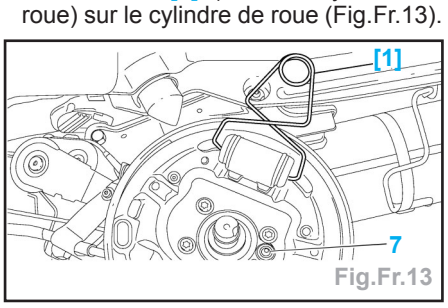

Fig.Fr.13
- Basculer vers l'avant l'ensemble segment, mécanisme de rattrapage et ressort (6).
- Placer l'outil [1] (Pince à cylindre de roue) sur le cylindre de roue (Fig.Fr.13).